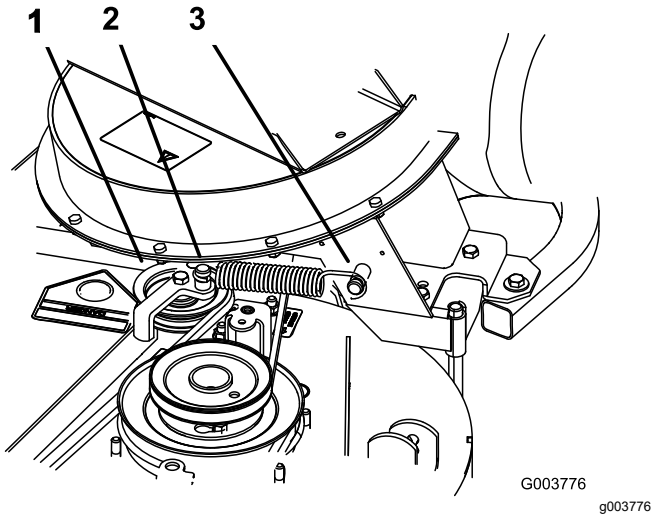

Figur 45
8. Monter fjederen som vist i Figur 45.